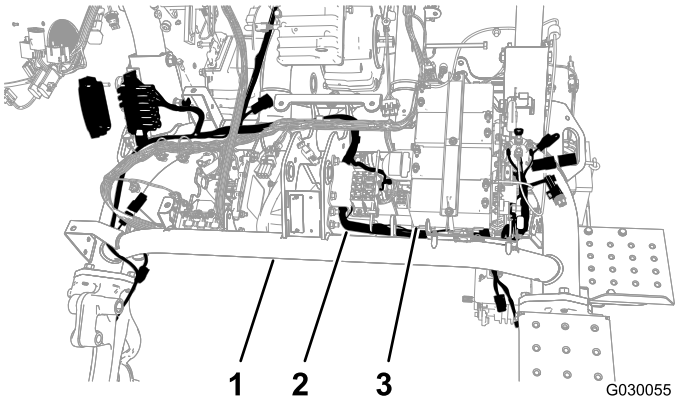

Figur 4
4. Før ledningssatsen under hovedrøret til rammen og foran spolebatteriene (Figur 4).
5. Før den nye ledningssatsen tilbake under hovedrøret mellom motsatt side av batteriplaten og det venstre rammerøret (Figur 4).